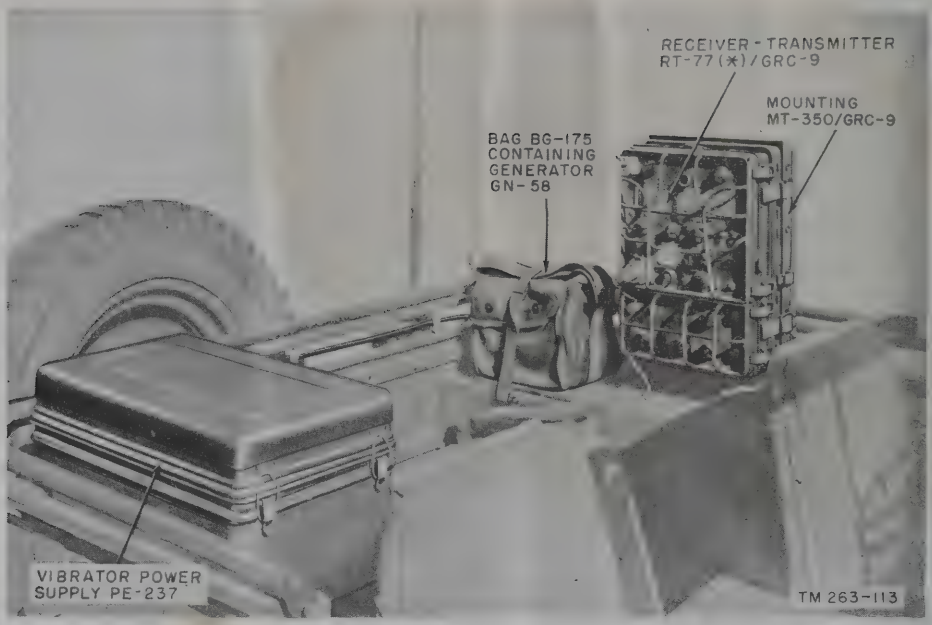

Figure 34. Typical vehicular installation of radio set.
34. Vehicular Installation of Radio Set (fig. 34)
(1) Bolt the vibrator power supply (fig. 34) to a horizontal surface, leaving clearance to permit free movement of the power unit on its shock mounts. The location should be selected to permit the power cables to reach the vehicle power terminal box and to permit Cord CD–1086 to reach the receiver-transmitter (fig. 34).